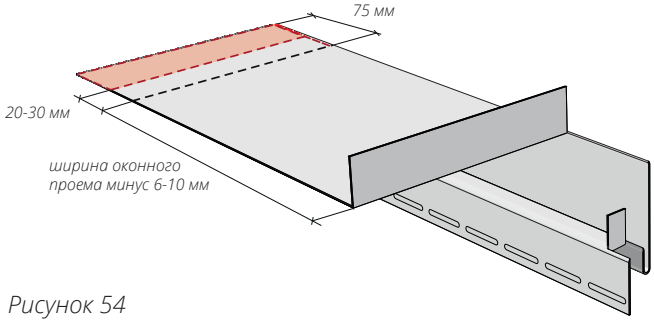

Рисунок 54
13.9 Подрезы и загибы верхней околооконной планки с противоположной стороны делаются аналогично. Измерьте расстояние ширины оконного проема. Отнимите из этого расстояния 6-10 мм. Нанесите разметку согласно рис. 54, сделайте подрезы и загибы.